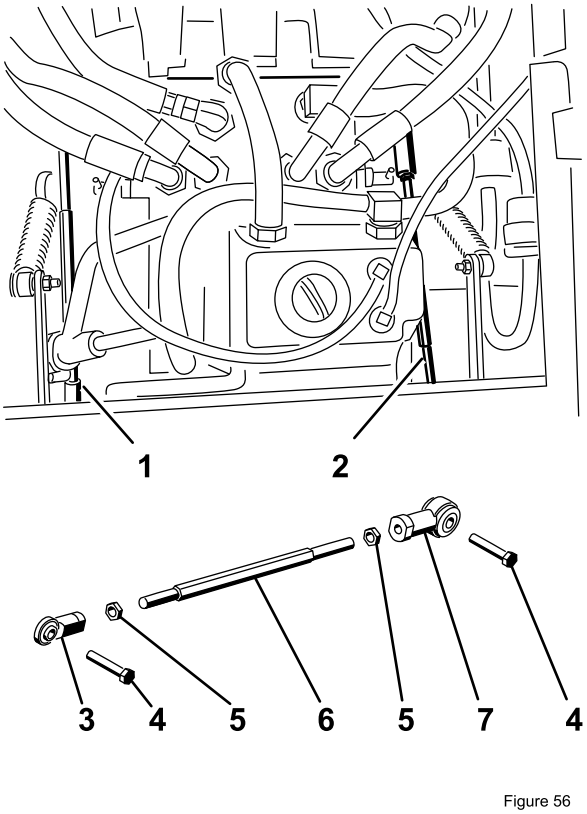

Figur 58
6. Ställ in pumpstavslängden på en sida genom att vrida sexkantsaxeln i lämplig riktning tills motsvarande hjul står stilla eller långsamt roterar bakåt (Figur 58).